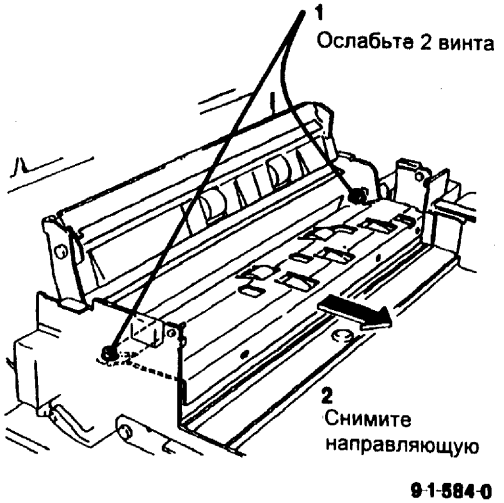

Рис. 2 Снятие нижней направляющей
2. (Рис. 2) Снимите нижнюю направляющую